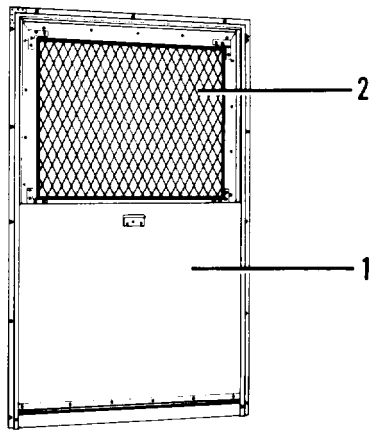

Figure 2-16. Stationary window
- One stationary window (front) (figure 2-16).